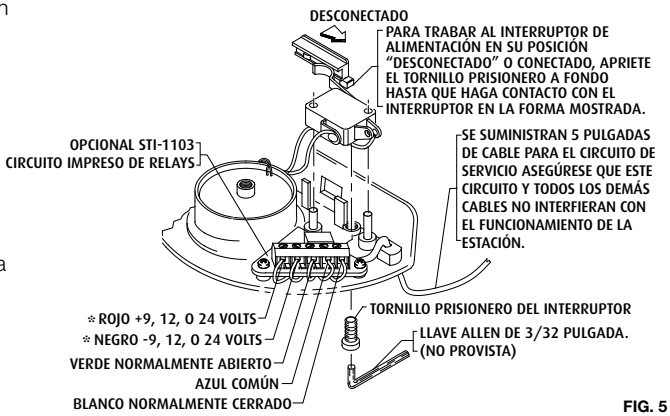

FIG. 5
7. Empuje el interruptor hacia adentro para silenciar la sirena mientras aprieta el tornillo prisionero del interruptor (ver su ubicación en la Fig. 5).